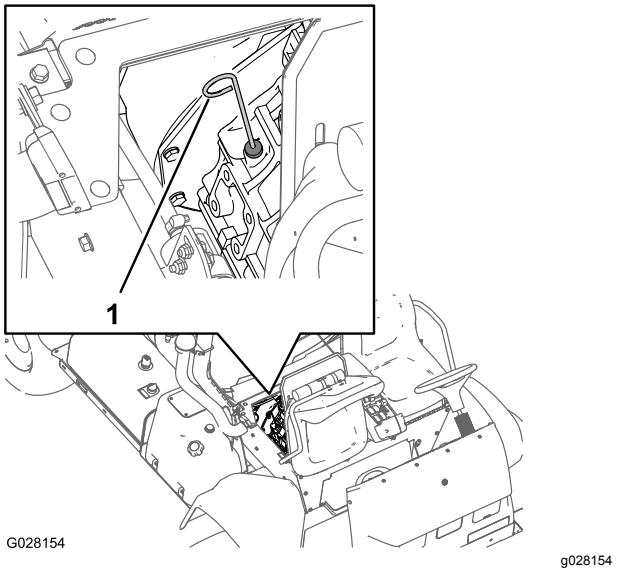

Figuur 69
2. Verwijder de peilstok die zich onder de passagiersstoel bevindt en veeg hem af met een schone doek (Figuur 69).
6. Haal de peilstok eruit en controleer het oliepeil in de motor (Figuur 69).
7. Giet langzaam extra olie van het aanbevolen type bij totdat het oliepeil de VOL-markering op de peilstok bereikt (Figuur 69).